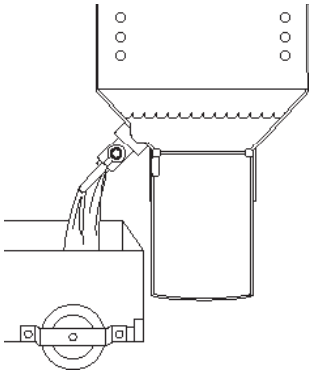

Рисунок 6
7. Откройте сливной клапан на фритюрнице и дайте жиру полностью стечь в фильтрующую машину (рисунок 6).